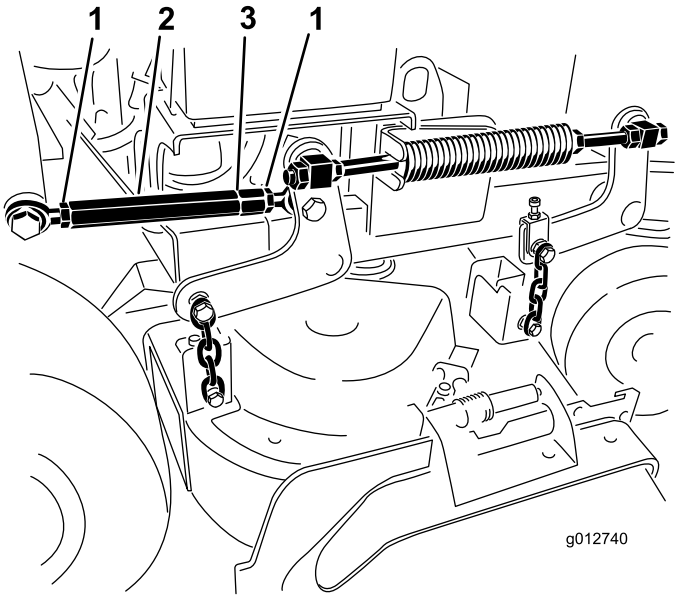

Figur 88
7. Løsn kontramøtrikkerne i begge ender af spændemøtrikken (Figur 88).
Bemærk: Spændemøtrikkens ende med den fræsede rille har venstregevind (Figur 88).